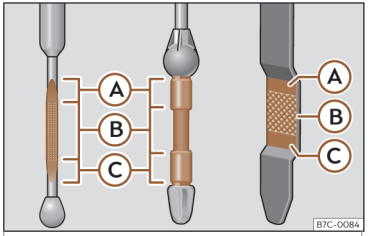

Fig. 220 Asta di misurazione livello olio motore.
– In seguito, estrarla di nuovo e controllare il livello dell'olio>>> fig. 220. Se necessario, procedere al rabbocco.
- Quando il livello raggiunge almeno la zona >>> fig. 220 Ⓑ, avvitare attentamente il tappo del bocchettone di rifornimento >>> ❗.
Se il livello dell'olio si trova al di sopra della zona**>>> fig. 220** **Ⓐ, non avviare il motore. Pericolo di danni al motore e al catalizzatore! Rivolgersi presso un'officina specializzata.**
Il livello dell'olio non deve in nessun caso essere al di sopra dell'area**>>> fig. 220** **Ⓐ. L'olio in eccesso potrebbe altrimenti essere** »